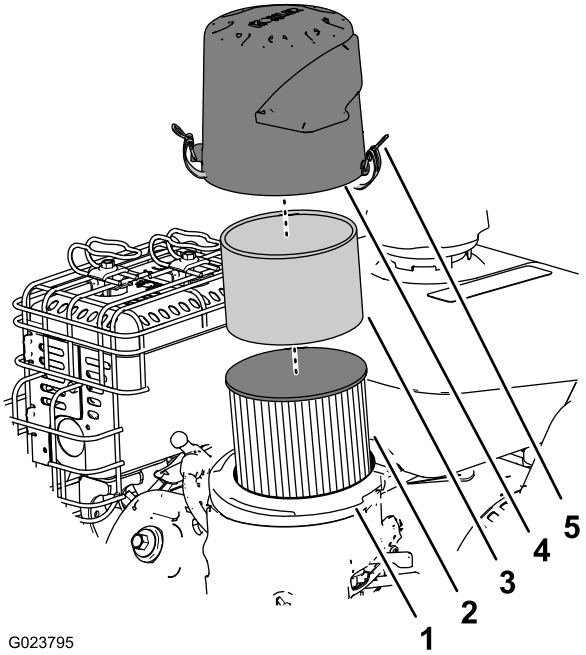

Figur 22
2. Ta bort kåpan och rengör det noga (Figur 22).
3. Ta bort skumförrenaren, rengör den med vatten och ett milt rengöringsmedel och torka den sedan torr genom att ”dutta” (Figur 22).
4. Ta bort och kontrollera pappersluftfiltret (Figur 22). Släng det om det är väldigt smutsigt.
6. Montera skumförrenaren på pappersluftfiltret (Figur 22).
7. Montera luftfilterenheten på luftfilterbasen (Figur 22).